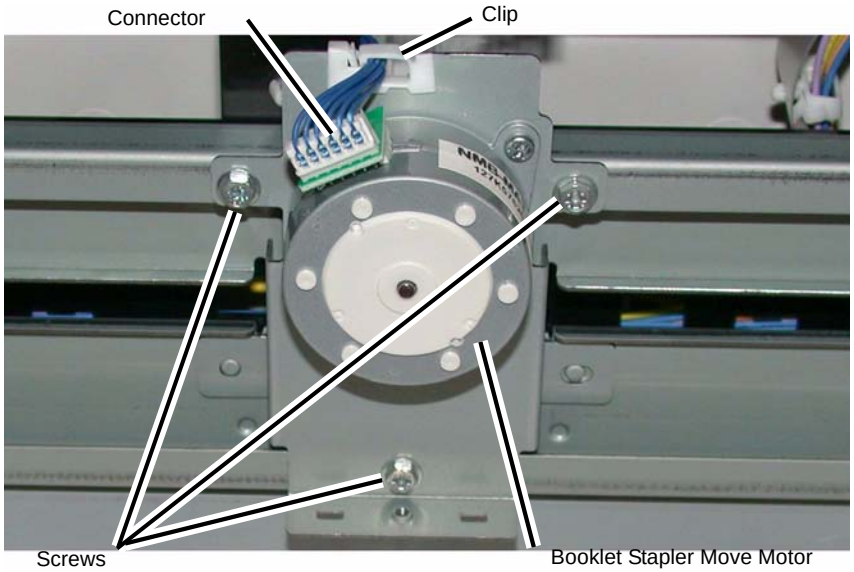

Figure 2 Removing the Booklet Stapler Move Motor
5. Remove the Booklet Stapler Move Motor (Figure 2).
c. Remove the Screws (3).